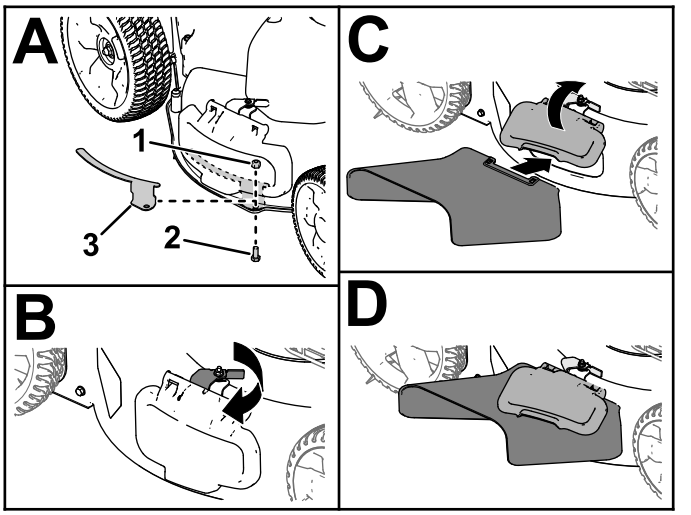

Figura 19
1. Retire el soporte del deflector de descarga lateral y las fijaciones (Figura 19, A).
2. Desenganche y levante el deflector lateral e instale el conducto de descarga lateral (Figura 19, B, C y D).
Importante: **Instale el soporte del deflector cuando no va a utilizar el conducto de descarga lateral (Figura 19, A).**